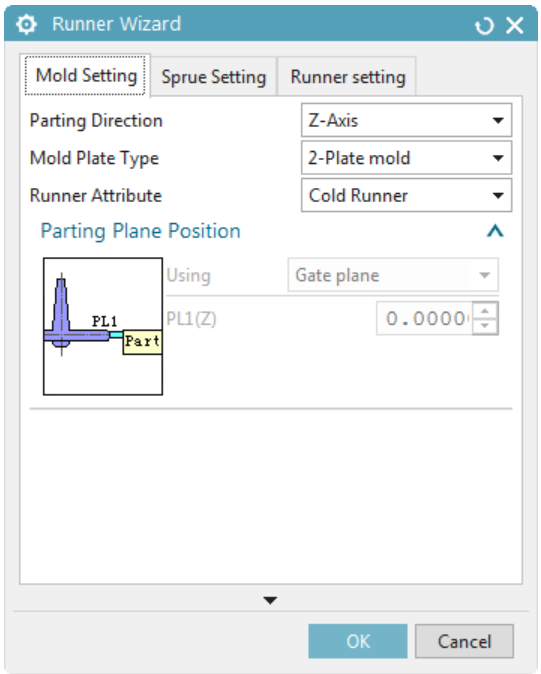

Figure 2-17 *The* ***Runner Wizard*** *dialog box*
1. Choose the **Runner Wizard** tool from the **Wizard** group; the **Runner Wizard** dialog box is displayed, refer to Figure 2-17.